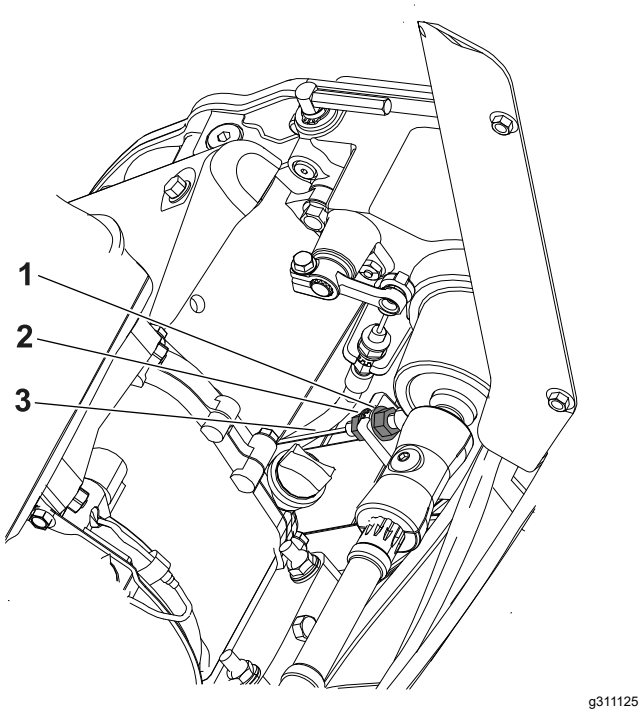

**Figure 34**
2. Desserrez l'écrou de blocage arrière et serrez l'écrou de blocage avant (Figure 34).